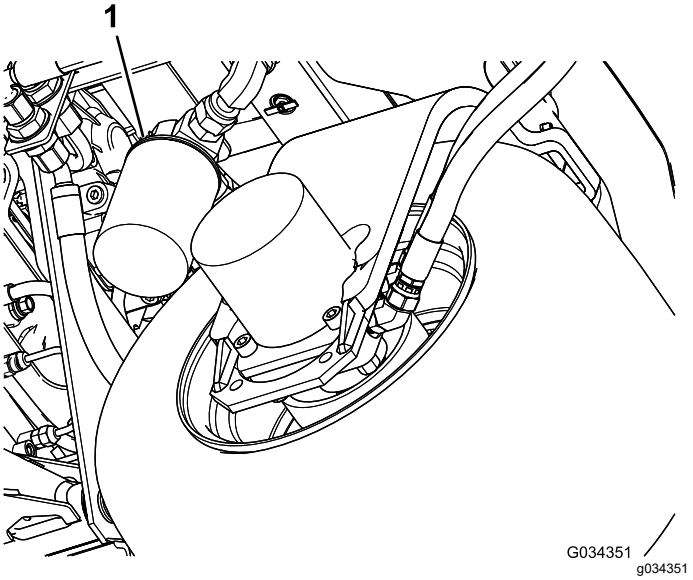

Figure 79
2. Nettoyez la zone autour de la surface de montage du filtre. Placez un bac de vidange sous le filtre (Figure 79) et enlevez le filtre.